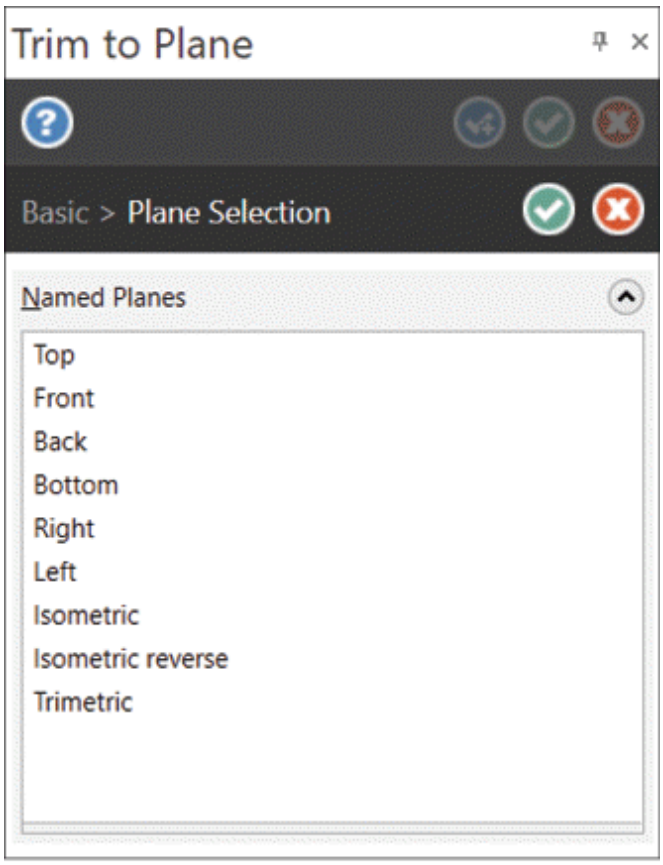

Figure-46. Plane Selection page
- Click on the **Named Plane** button from the **Plane** rollout in **Manager** to select desired named plane. The **Plane Selection** page will be displayed in **Manager**; refer to Figure-46.